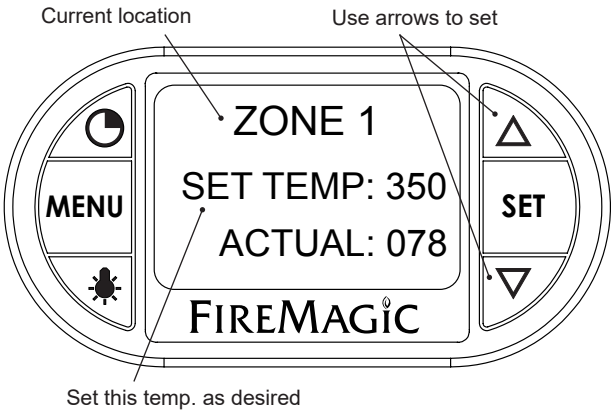

Fig. 39-1 Area temp. screen (zone 1 shown)
2. The selected location's temperature screen will be displayed. Use the arrows to set the desired temp. The actual temp. will also be shown. See Fig. 39-1.